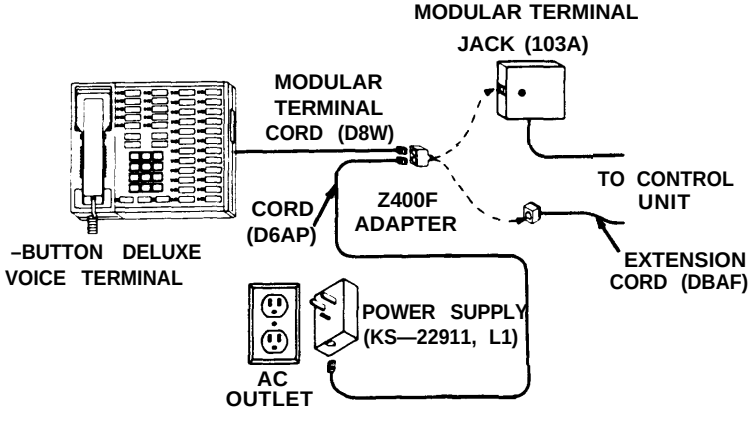

Figure 2
1. Disconnect the modular terminal cord (D8W) from the modular terminal jack (103A) or the extension cord leading to the control unit (see Figure 2).
2. Plug the Z400F Adapter into the modular terminal jack or extension cord from which the modular terminal cord was disconnected in Step 1 (see Figure 2).